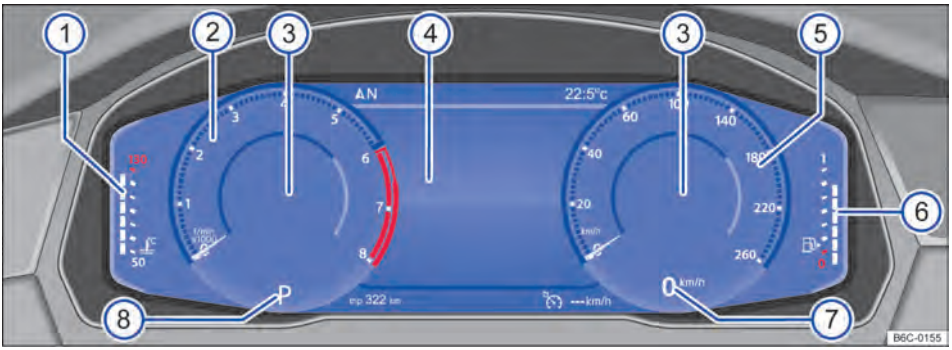

Fig. 11 Active Info Display (variante 1) en el tablero de instrumentos.
Explicaciones sobre los instrumentos→ fig. 11:
Dependiendo de la versión de la radio y del perfil de información seleccionado, el Active Info Display muestra información adicional en el centro de instrumentos redondos → fig. 11③.